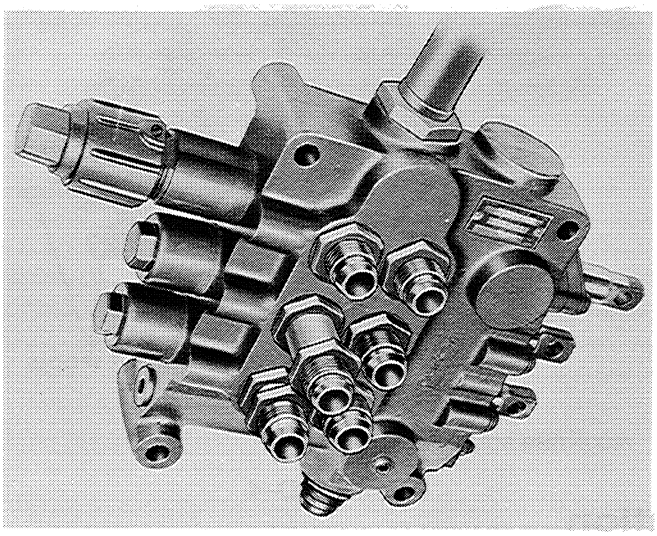

Figure DD-7
1. Remove the tubing adapters from the control valve using a 1-1/2" wrench, Figure DD-7.